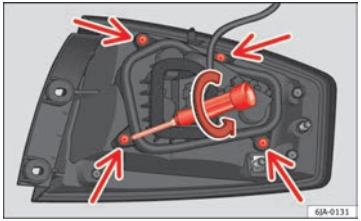

Fig. 164 Retaining screws on reverse side of rear light unit
– Unscrew the four retaining screws from the bulb holder anti-clockwise using a screwdriver or a Torx 20 key (T20) from the vehicle tool kit ⇒ Fig. 164. Take care not to lose the bulb holder retaining screws. ■